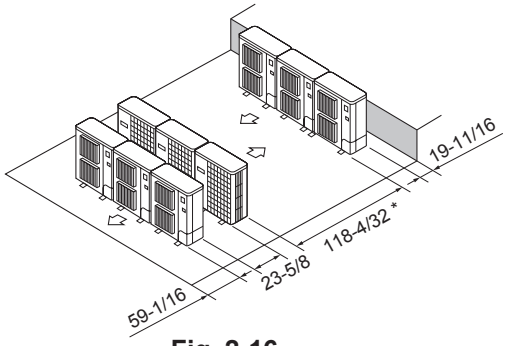

Fig. 2-16
⑥ Disposition pour plusieurs appareils parallèles (Fig. 2-16)